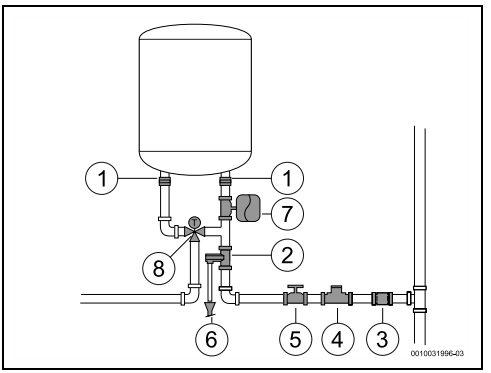

Fig. 10
- Recomendável instalar uma válvula termostática (Fig. 10, [8]) no tubo de saída do aparelho se forem utilizados tubos PEX. Deverá ser ajustado de acordo com o desempenho do material utilizado.
- Nunca instalar nenhum acessório (para além dos representados na Fig. 10) entre a válvula de segurança e a entrada de água fria (lado direito) do aparelho.
- instalar uma válvula redutora (Fig. 10, [4]). A válvula de segurança vai atuar sempre que a pressão da água no aparelho for superior a 8 bar (± 1 bar), pelo que é necessário prever uma forma de canalizar o escoamento dessa água.
- instalar um vaso de expansão (Fig. 10, [7]) para evitar que a abertura da válvula de segurança seja tão frequente. O volume do vaso de expansão deve ser o equivalente a 5% do volume do aparelho.